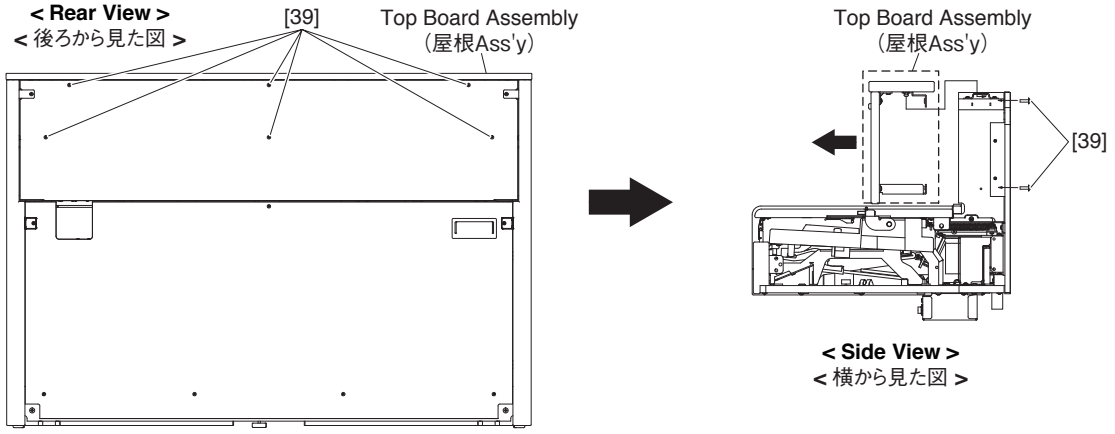

Fig.2（図 2）
2-1 Remove the six (6) screws marked [39]. (Fig.2)
2-1 [39] のネジ 6 本を外します。（図 2）